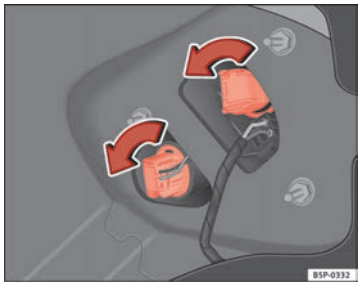

Fig. 186 Lights on vehicle body
– Turn the bulb holder to the left ⇒ Fig. 186.